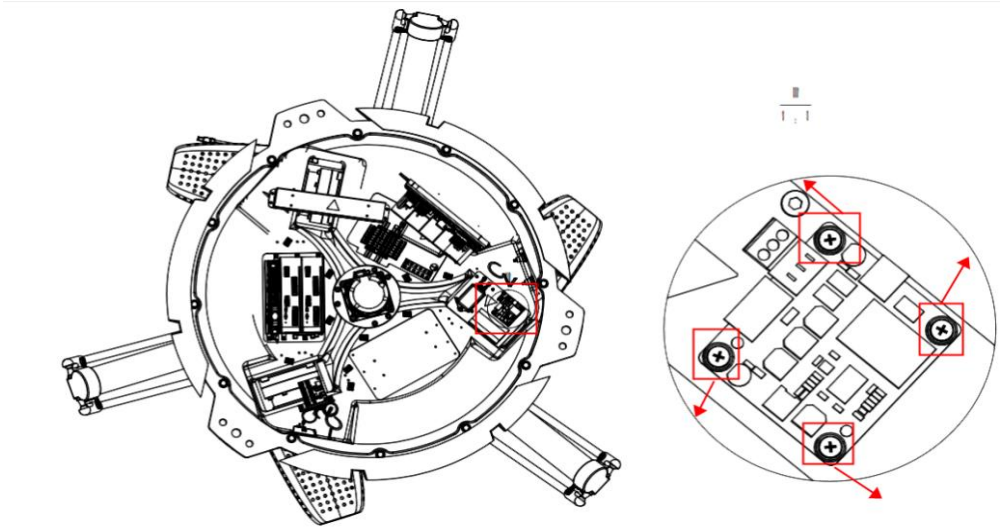

Figure 4-22 Remove the UPS power supply PCBA fixing screws
Step 3 Use a Phillips screwdriver to unscrew and remove the four fixing screws on the UPS power supply PCBA, as shown in Figure 4-22.
The UPS lithium battery is located in the robot base. If you need to replace it, you need to remove the base cover. The UPS lithium battery is shown in Figure 4-22.